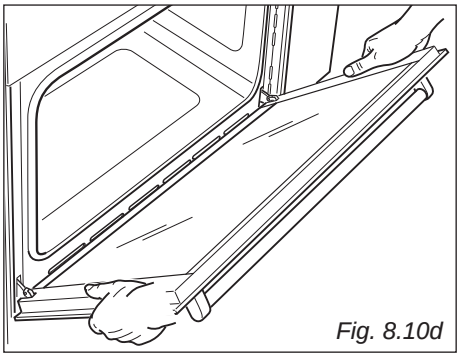

Fig. 8.10d
- Hold the door as shown in fig. 8.10d.